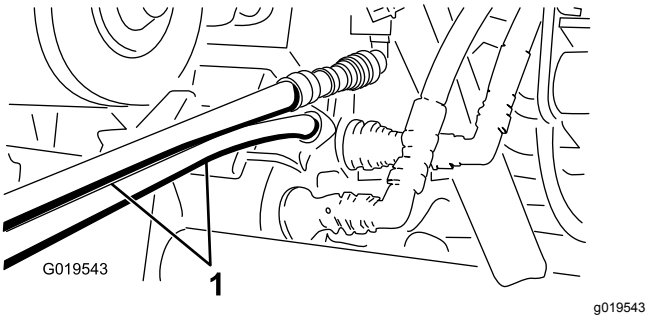

Figur 75
5. På den andre maskinen kobler du de to slangene til koblingen som fremdeles er i koblingsbraketten (koble den øverste slangen til den øverste koblingen og den nederste slangen til den nederste koblingen) (Figur 75).